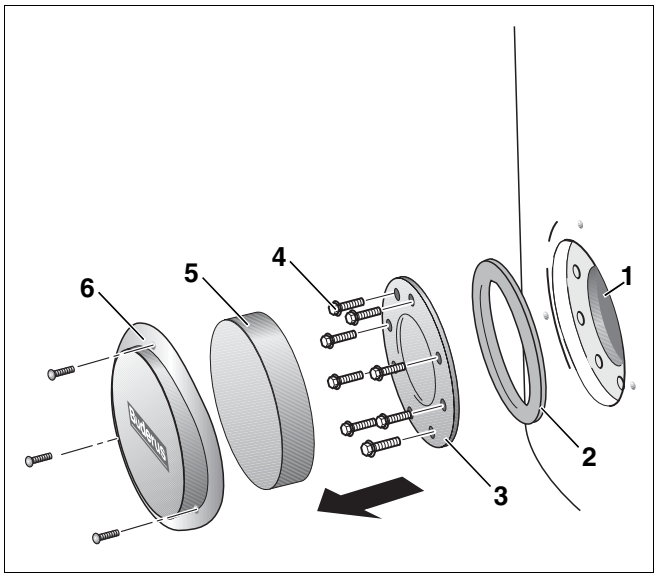

Rys. 10 Demontaż pokrywy otworu wyczystkowego
- Odkręcić śruby na pokrywie otworu wyczystkowego (rys. 10, **poz. 6**).
- Zdemontować pokrywę otworu wyczystkowego i krążek termoizolacyjny (rys. 10, **poz. 5**).
- Odkręcić śruby z łbem sześciokątnym (rys. 10, **poz. 4**), zdemontować pokrywę otworu wyczystkowego (rys. 10, **poz. 3**) i uszczelkę pokrywy otworu wyczystkowego (rys. 10, **poz. 2**).